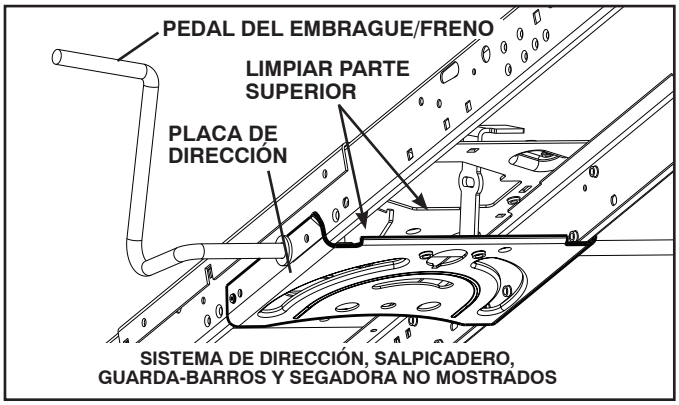

Fig. 23
- Limpie los desechos de la placa guía. Los desechos pueden limitar el movimiento del eje del pedal del freno/embrague, lo que hará que patine la correa y que se pierda la tracción. (Vea Fig. 23.)